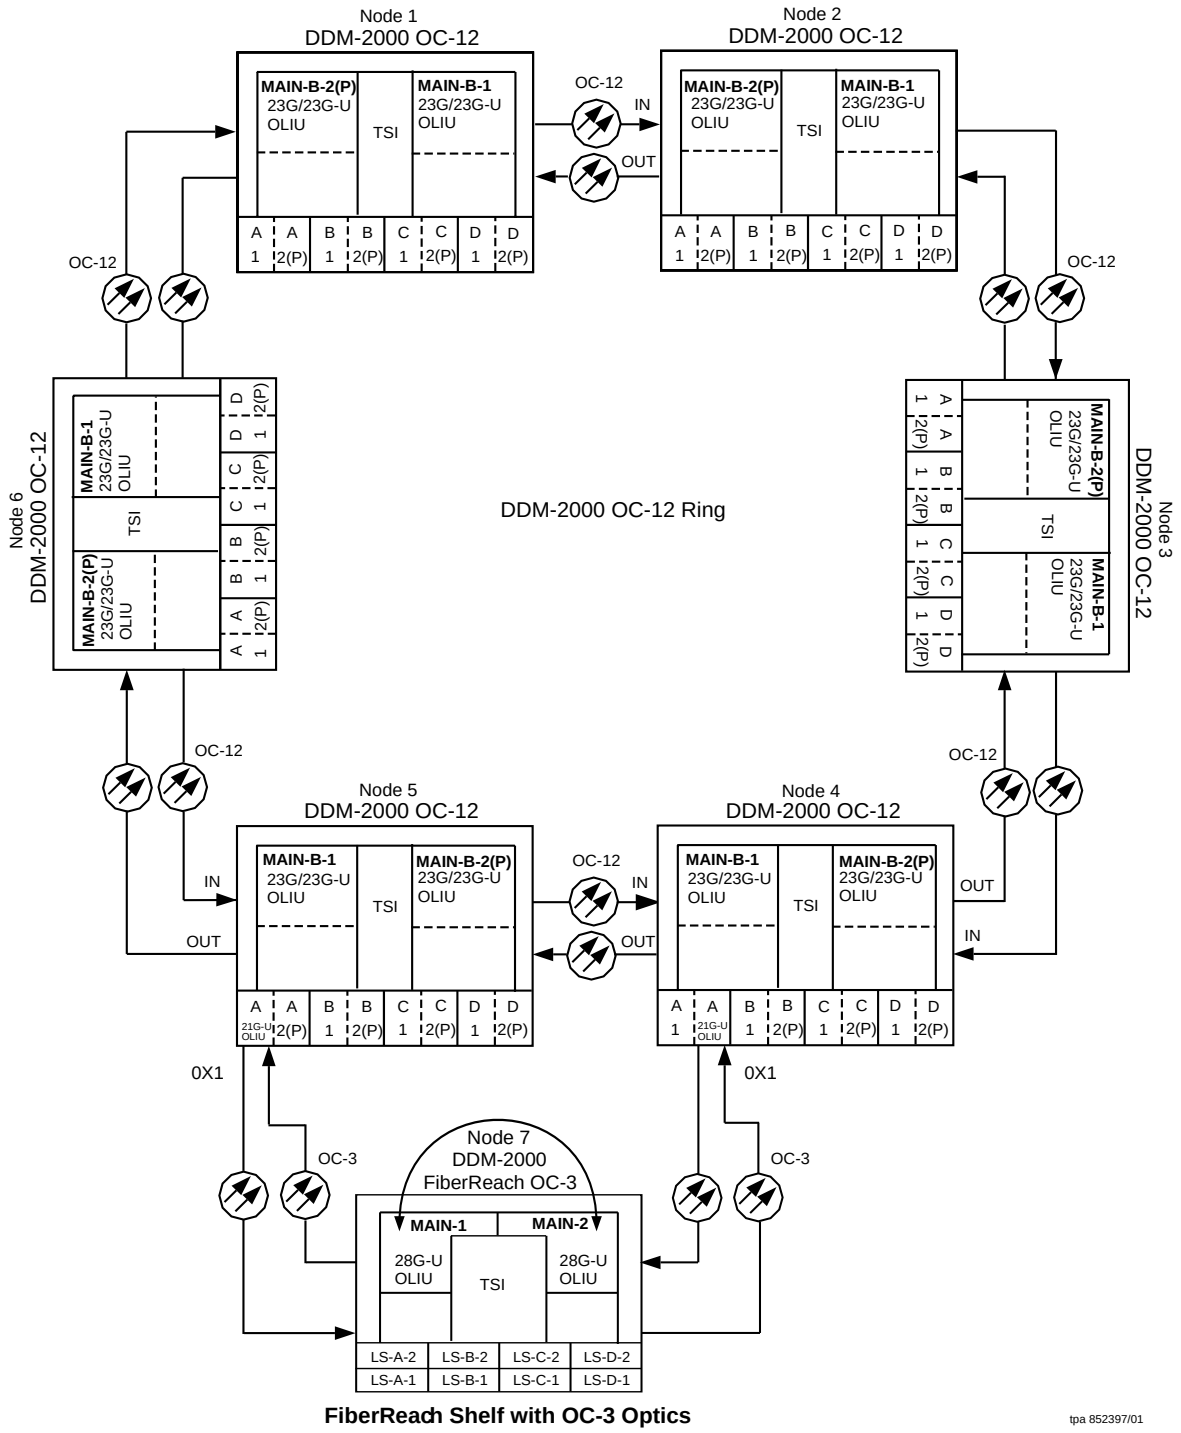
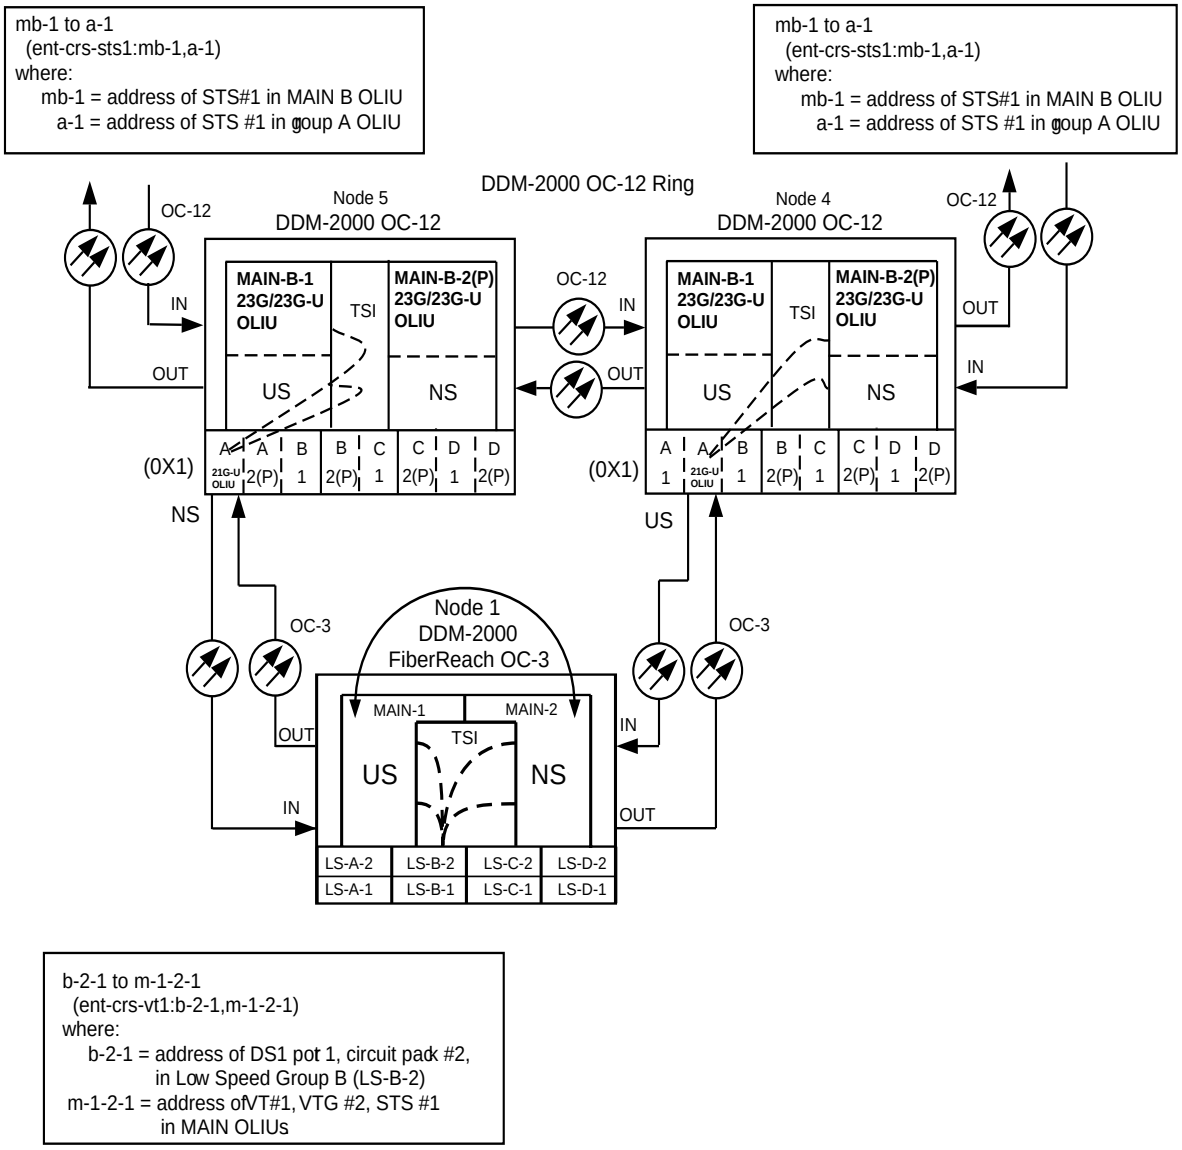

Figure 3. Sample 1 Dual Homed Network Schematic
Figure 8. Example 1 of Dual Homing OC-12/OC-3 Cross-connections
2. Verify system configuration is same as specified on work order or circuit order. For example, see Figures 8 through 13.
Cross-connections consist of drop and pass-through connections. For example in Figures 8 and 9, drop connections are made at Nodes 1, 4, and 5 or 4, 5, and 7. Pass-through cross-connections are made at other nodes in the network (Figures 3 and 4). Also, cross-connections must be made in all interconnected rings, including other FiberReach, DDM-2000 OC-3 rings, DDM-2000 OC-12 rings, FT-2000 OC-48, and WaveStar TDM OC-48/192 rings, as required. See **`ent-crs-( )`** command in the Commands and Reports section of Volume 1 of this manual.
In dual homing configurations (Figures 8 through 11), **OLIU** circuit packs must be installed in the correct slots in the host OC-12 nodes to support the direction of traffic required. For example in Figures 8 and 9, for traffic to be routed between Node 1 (See Figures 3 and 4) and the OC-3 system, the **21** or **22-Type OLIU** must be installed in **FUNCTION UNITS** group **A**, **B**, **C**, or **D**, slot **1** of Node 5 and **FUNCTION UNITS** group **A**, **B**, **C**, or **D**, slot **2(P)** of Node 4. This is required because traffic entering Node 5, slot **FN-A-1** from the FiberReach shelf is automatically connected to the **MAIN-B-1**(**MAIN 1**) **OLIU** when cross-connections are made. Traffic entering slot **FN-A-2(P)** is automatically connected to the **MAIN-B-2** (**MAIN 2(P)**) **OLIU**.
10. At both terminating (drop) nodes of the circuit being established, use the **`ent-crs-( ):`** command to make the terminating cross-connections (for example at the OC-3 node in Figures 8 and 9, **`ent-crs-vt1:m-1-2-1,b-2-1:cct=twoway`**)
11. At the host OC-12 ring node sites, make proper cross-connections. For example, in Figures 8 and 9 at Node 5, if STS-1 channel #1 from the OC-3 **MAIN-1 OLIU** is to be cross-connected to STS#1 in the OC-12 **MAIN-B-1 OLIU** then the command **`ent-crs-sts1:mb-1,a-1:cct=twoway`** would be used to make the cross-connection.